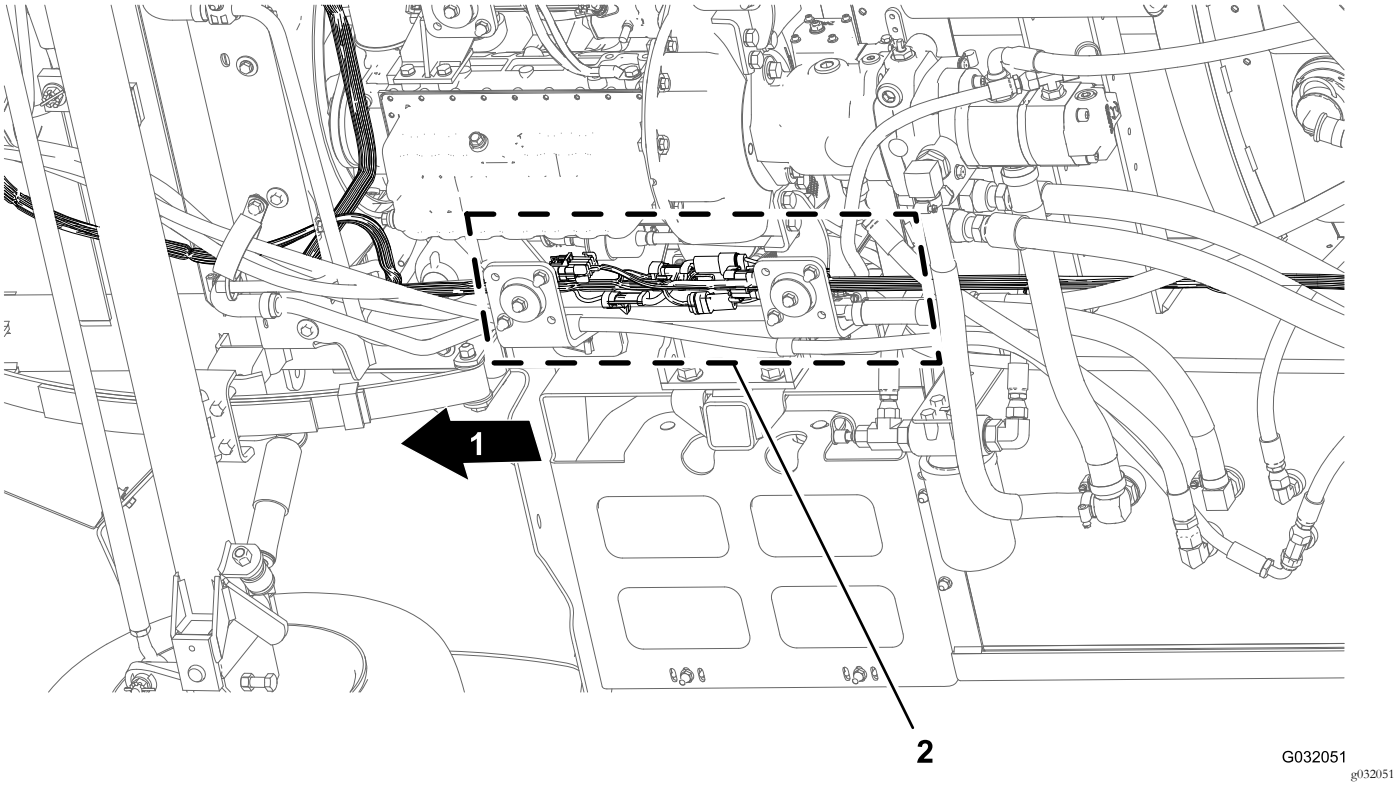

Figuur 14
1. Zoek onder de machine, naast de rechter framebuis, de connectors voor de voorste en achterste kabelbomen van de machine (Figuur 14).